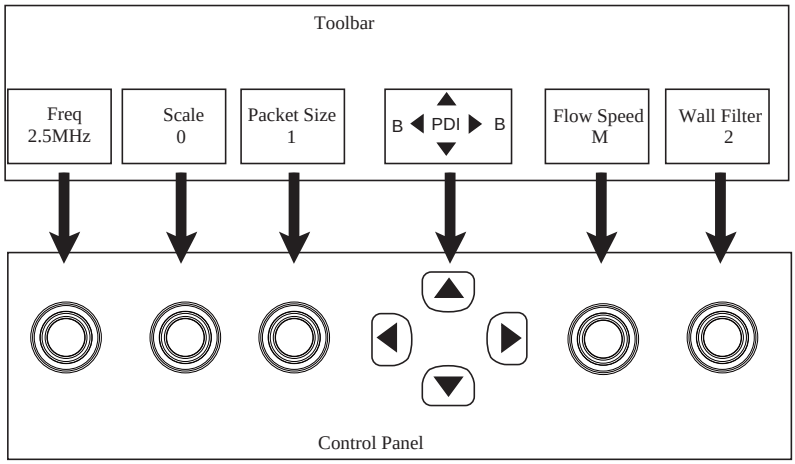

Figure 6-6 Parameters Adjustment in PDI Mode
- Select the PDI mode parameter in the toolbar at the bottom of the screen, as shown in Figure 6-6. This method is taken as an example in this section to introduce the steps of optimizing the PDI mode image. The main steps are as follows.